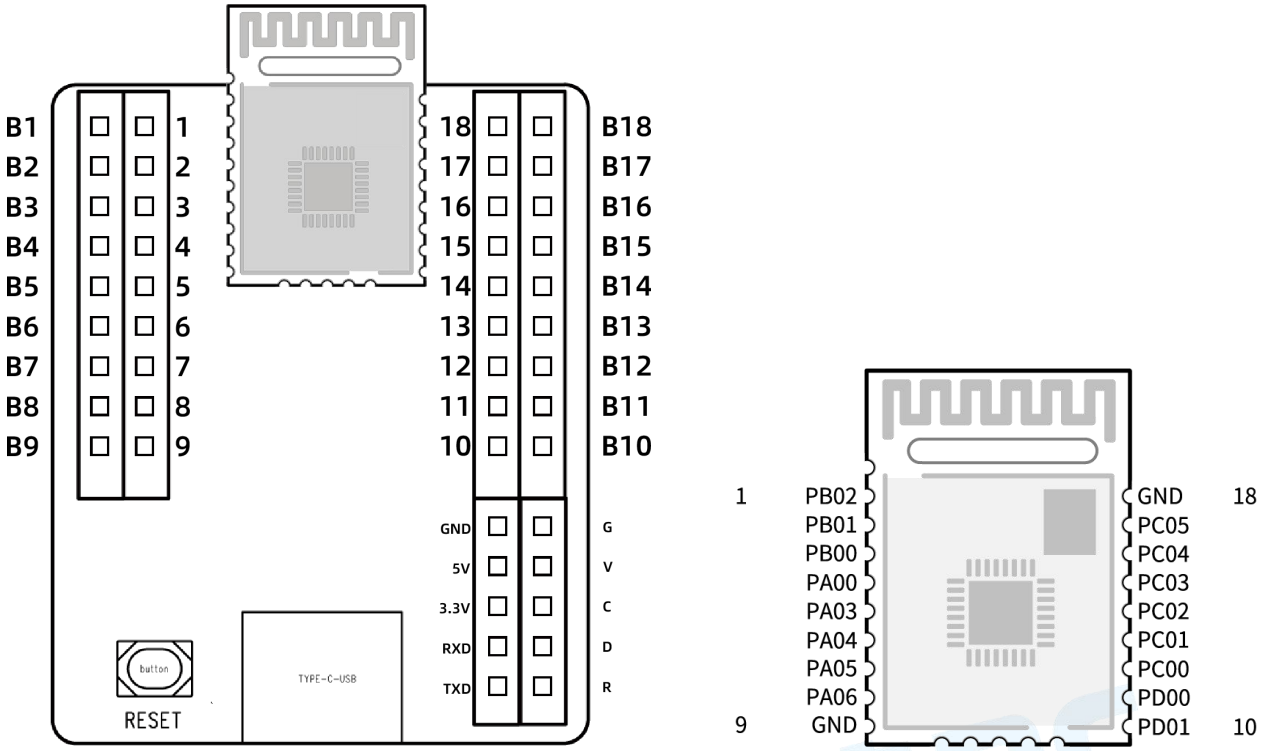

图 2.3.2 RF-BT02（左）和 RF-BM-BG22A1/A2/A3（右）引脚图
如图 2.3.2 是 BT02 和 BG22Ax(I) 引脚序号及定义图，表 9 为 BT02 和 BG22Ax(I)之间的引脚对应关系，表格里的序号对应图 2.3.2 中的序号。
表 10 为 BG22Ax(I) 模块透传固件所定义的引脚说明，表格里的序号对应图 2.3.2 中模块的序号。为了方便说明和理解 BT02 的使用方法，此文档中该模块的序号与引脚描述已做了简化，若非搭载 BT02 使用请以模块协议手册为准。